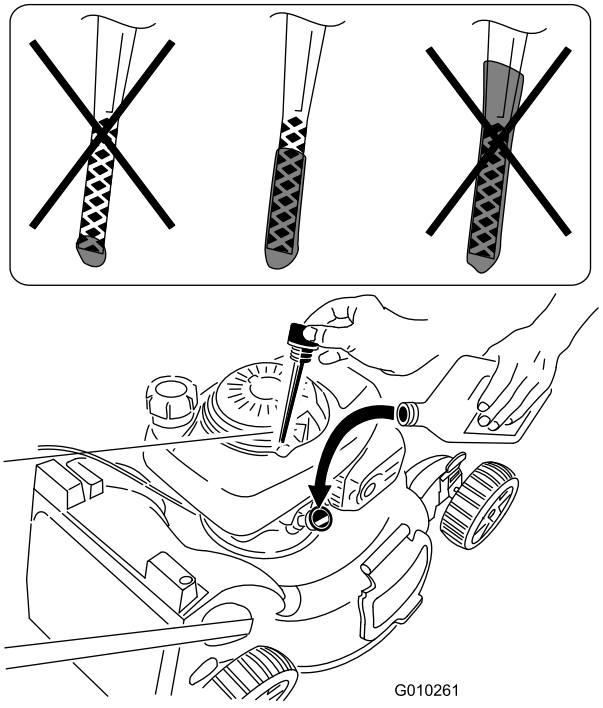

Figur 14
- Hvis oliestanden er for lav, skal en lille mængde olie langsomt hældes i oliepåfyldningsrøret. Vent 3 minutter, og gentag derefter trin 3 til 5, indtil oliestanden er korrekt som vist i Figur 14.
- Hvis oliestanden er for høj, skal overskydende olie aftappes, indtil oliestanden er korrekt, som vist i Figur 14 Se Skift af motorolien (side 15) for at få oplysninger om at aftappe overskydende olie.
2. Tag målepinden ud (Figur 14).
5. Tag målepinden ud, og kontroller oliestanden på målepinden. Se Figur 14.